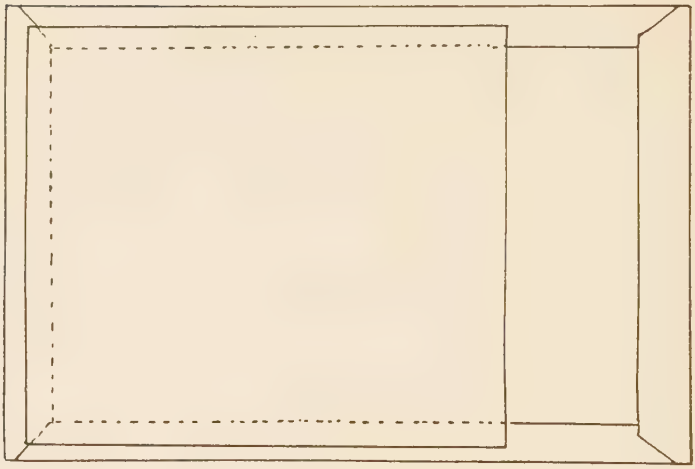

Fig. 78—Back of Face Board with Lining Paper Affixed
14. Next glue-off and affix paper back to face board. This piece of paper, the only one left, $4\frac{3}{16}''$ x $4\frac{3}{4}''$. It goes over the lower section of the board. (Fig. 78.)